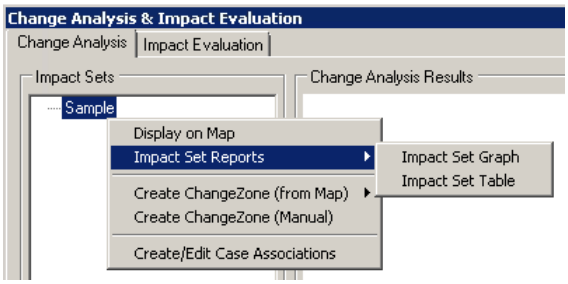

Figure 8-6 Impact Set Reports Options
3. Right-click the *Impact Set,* select *Impact Set Reports,* then select *Impact Set Graph or Impact Set Table* (Figure 8-6).